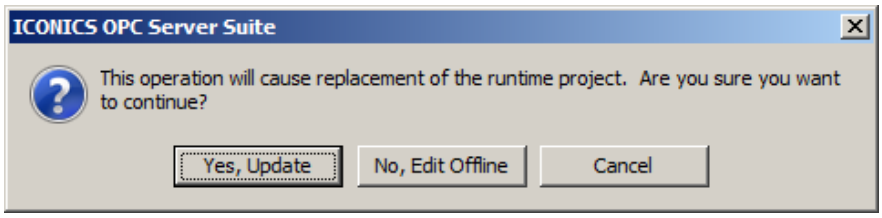

Figure L1.23 – Update OPC Server
4. Select "**Yes, Update**" if you see the following screen in Figure L1.23.